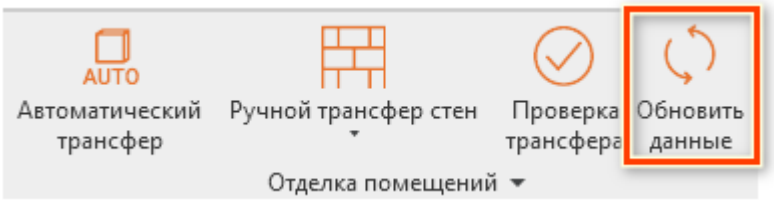

Рисунок12
– *Отделка помещений*. – см. Рисунок 12.